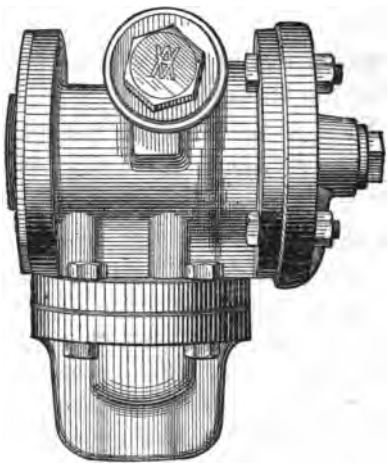

FIG. 19.—"L" TRIPLE VALVE.
Q. What valve is illustrated in Figs. 19 and 20?